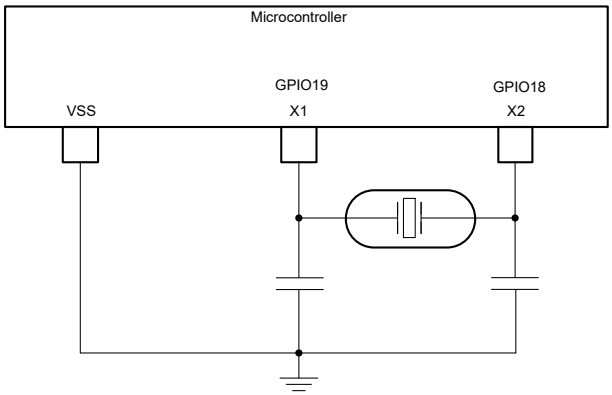

図 6-14. 外部水晶振動子
- 外部水晶振動子。図 6-14 に示すように、X1 と X2 の間に水晶振動子を接続して、さらに負荷コンデンサを VSS に接続する必要があります。